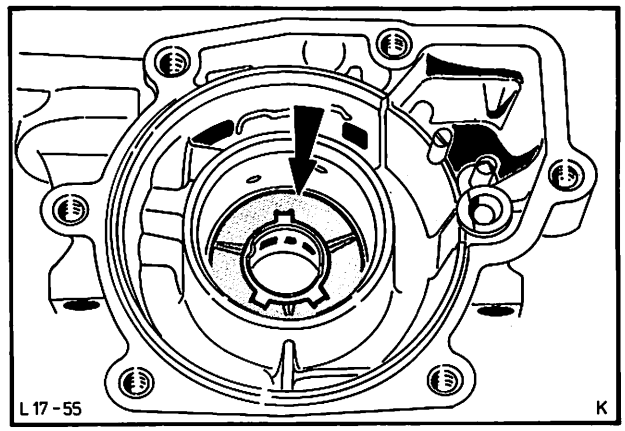

Abb. 83 Anlaufscheibe Nr. 8
36. Anlaufscheibe Nr. 8, Abb. 83, mit Öl in das Getriebegehäuse einsetzen.